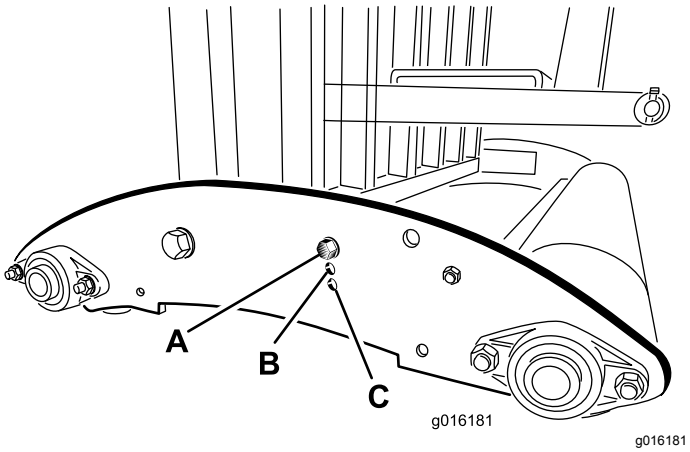

Figur 32
**Merk:** På modell SR54–S og SR70–S: Fest endene på rørene til monteringshullene på nedre sideplate hvis luftemaskinens pipedybde er satt til stilling A (Figur 32). Bruk øvre monteringshull for dybdeinnstillingsposisjoner B eller C.